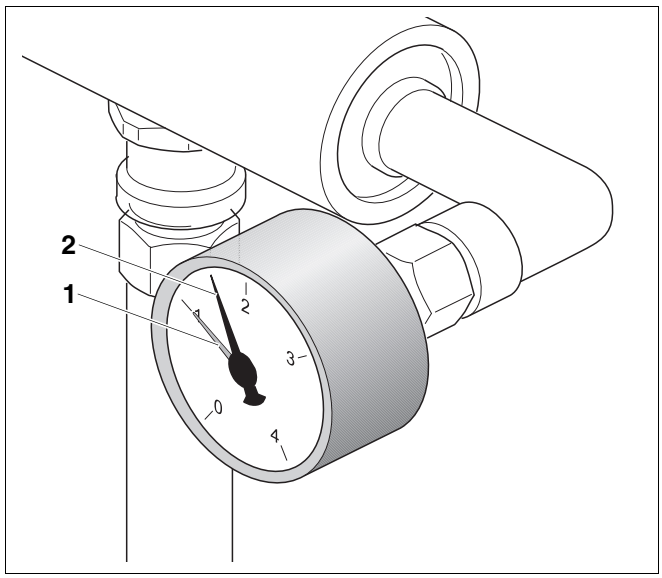

Abb. 26 Manometer
- Roter Zeiger (Abb. 26, **Pos. 1**) des Manometers der Heizungsanlage auf den erforderlichen Mindestdruck von 1 bar einstellen.